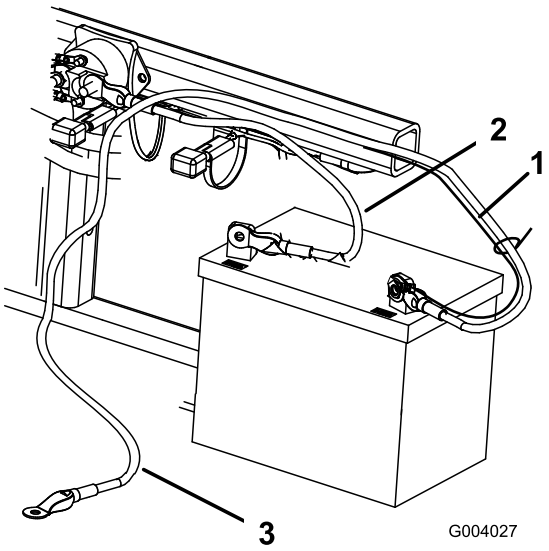

Figuur 5
2. Bevestig de pluskabel (rood) aan de pluspool (+) met een 1/4 x 5/8 inch bout en een borgmoer (Figuur 5).
3. Bevestig het zwarte kabeltje en de minkabel (zwart) aan de minpool (-) van de accu met een bout (1/4 x 1/8 inch) en een borgmoer (5/4 inch) (Figuur 5).